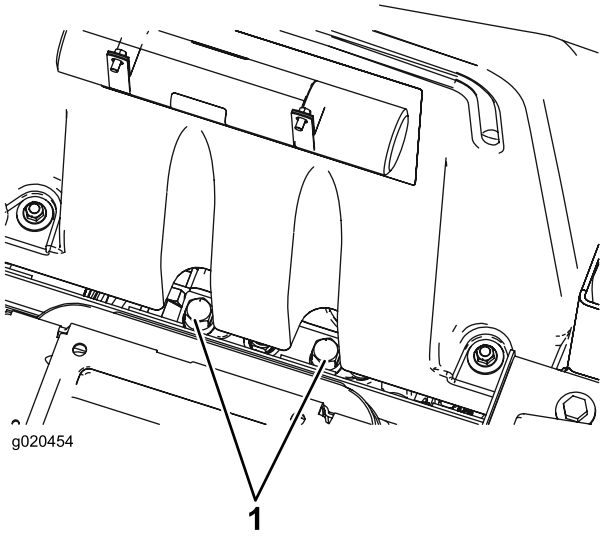

Bild 30
1. Klappen Sie den Sitz hoch und ermitteln Sie die Sicherheitsventile, die sich unter der Vorderseite des Kraftstofftanks befinden (Bild 30).